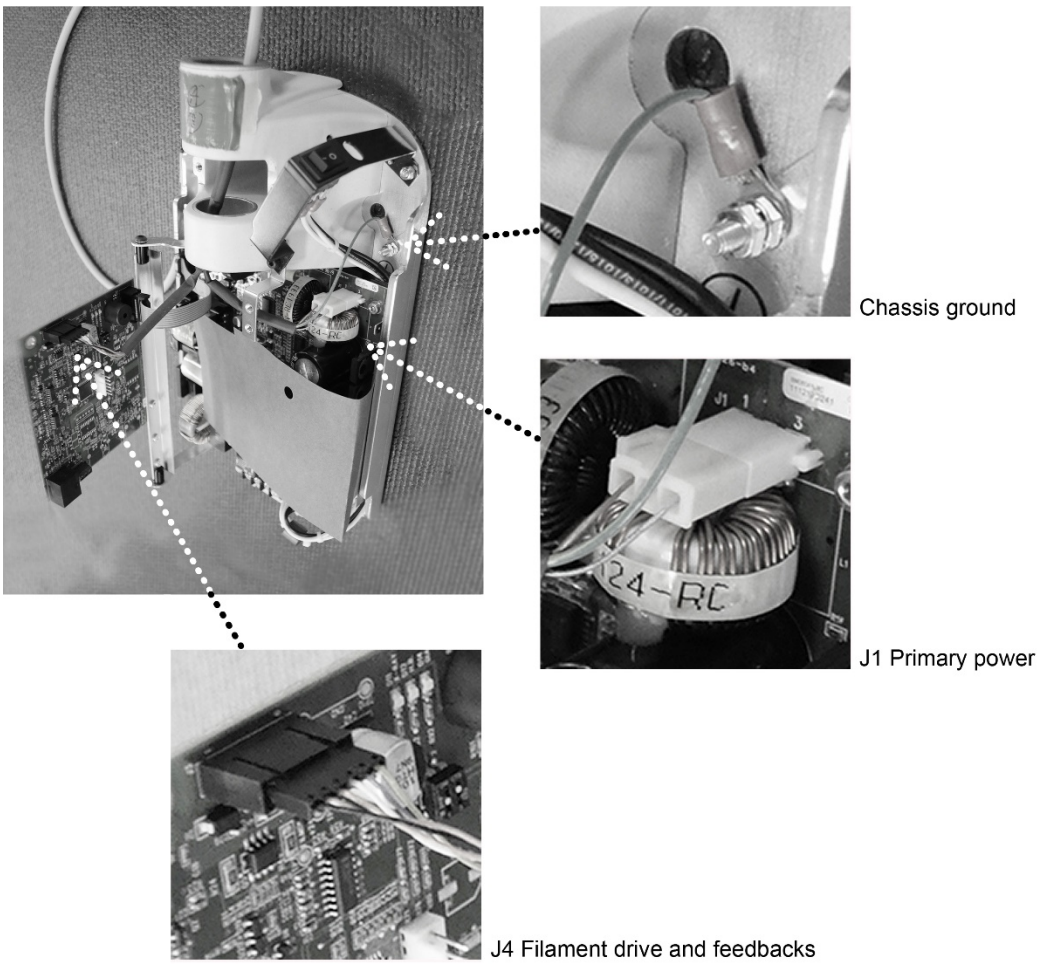

Figure 25 Connecting the Horizontal Arm Cables to the Circuit Boards
1. Attach the black connector from the Horizontal Arm to point J4 of the Logic Board [30-08160], as shown in *Figure 25*.
2. Attach the white connector from the Horizontal Arm to point J1 on the Power Supply Board 30-08041, as shown in *Figure 25*.
3. Attach the ground ring terminal from the horizontal arm to the chassis as shown in Figure 25.